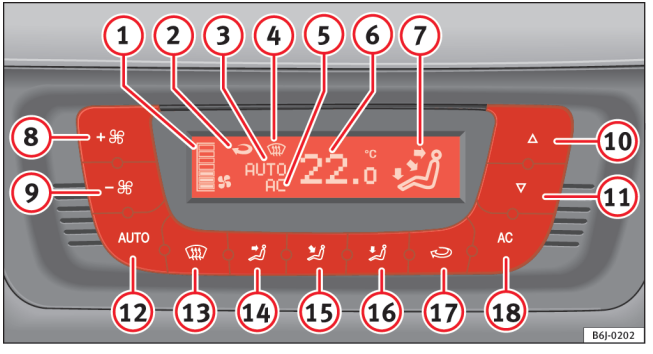

Fig. 98 I instrumentpanelet: betjeningselementer til Climatronic
– Tryk på knapperne (10) og (11) ⇒ fig. 98 for at indstille temperaturen.
(1) Symbol for blæsertrin
(2) Symbol for recirkulation
– Tryk på knappen AUTO. Visningen ⇒ side 126, fig. 98 7 kommer frem.
– Tryk på knapperne 10 og 11 ⇒ side 126, fig. 98 for at indstille den ønskede kabinetemperatur. Vi anbefaler, at du indstiller temperaturen på 22° C.
– Tryk på en af knapperne ⇒ side 126, fig. 98 (14) til (16), eller tryk på blæserkontakterne (8) og (9). Visningen (3) forsvinder.
Blæseren kan indstilles med knapperne (8) og (9) ⇒ side 126, fig. 98. Hvis blæseren er afbrudt (der vises ikke noget blæsertrin (1) i displayet), og du holder knappen (9) trykket ind, afbrydes Climatronic. Det vises med **OFF** i displayet.
– Tryk på knappen [ ] for at aktivere eller deaktivere recirkulationsfunktionen. Recirkulationsfunktionen er aktiveret, når symbolet ⇒ side 126, fig. 98 vises i displayet.